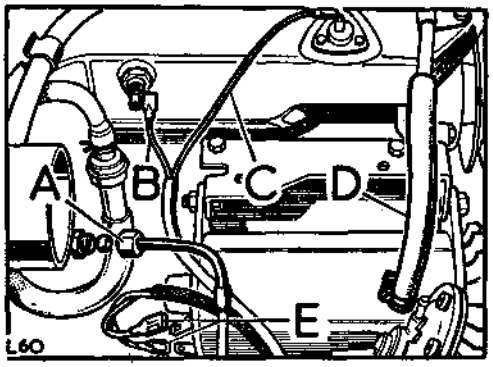

**Fig. A3-16. View of engine, RH side, rear**
9. Refit the leads to the cold start and coolant temperature indicators and to the dynamo, referring to Fig. A3-16 for details.